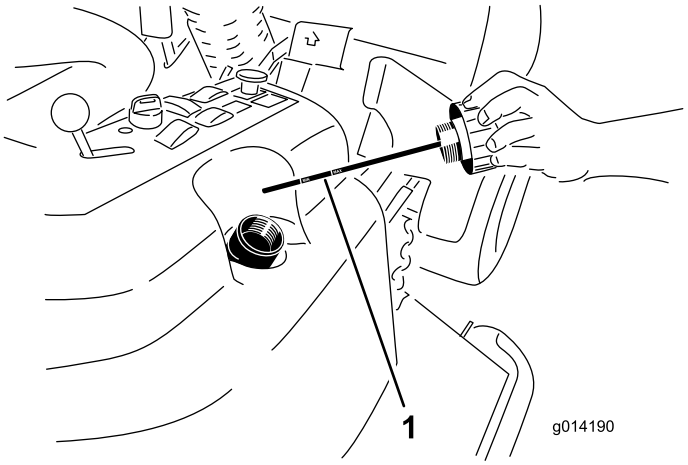

Figur 62
2. Lossa hydraultankens påfyllningslock (Figur 62) från påfyllningsröret.
3. Ta ut oljestickan och torka av den med en ren trasa (Figur 62).
4. Skruva in oljestickan i påfyllningsröret; ta ut den igen och kontrollera vätskenivån (Figur 62).